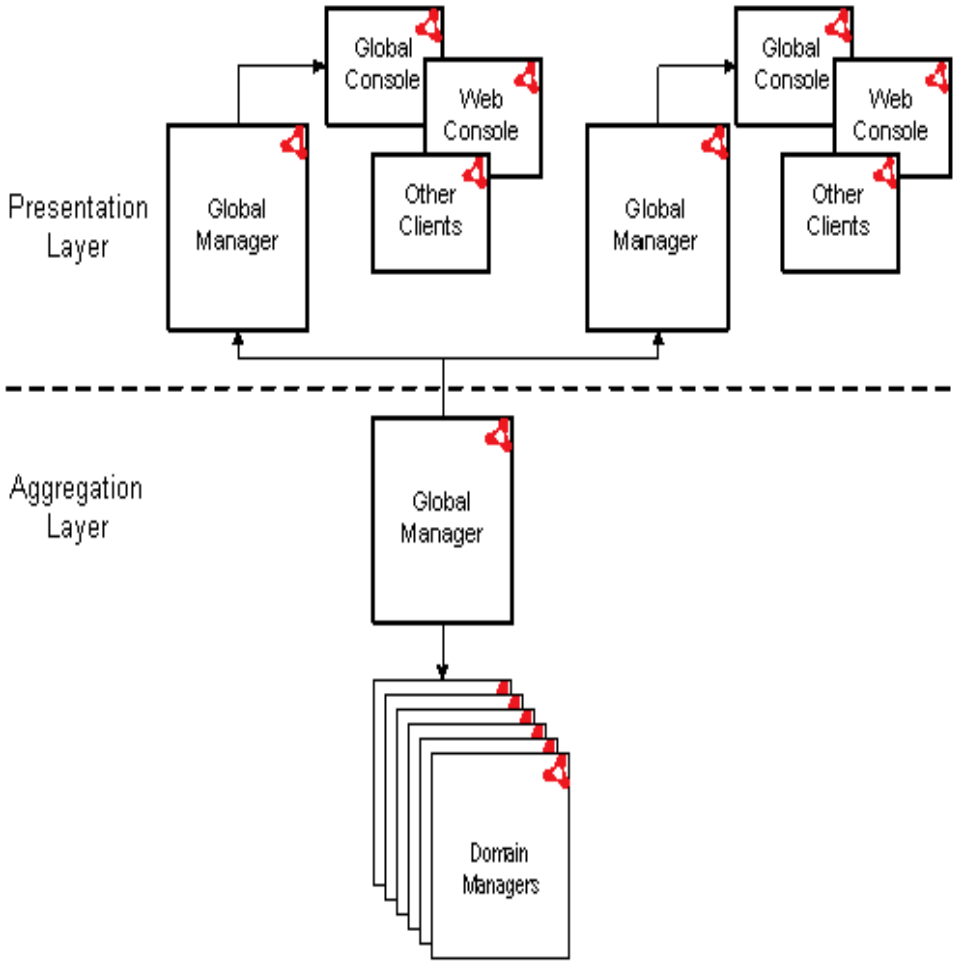

Figure 6 Hierarchical presentation Service Assurance configuration
The hierarchical presentation configuration shown in Figure 6 on page 41 uses multiple Global Managers at the presentation layer to address these configurations:
- More than 100 Service Assurance clients that connect concurrently: This includes Global Consoles, Web Consoles, Dashboard viewlets, and any adapters that connect to the Global Manager directly. It is recommended that each Global Manager at the presentation layer supports up to 100 concurrently connected clients. The example in Figure 6 on page 41, therefore, would support 200 clients.